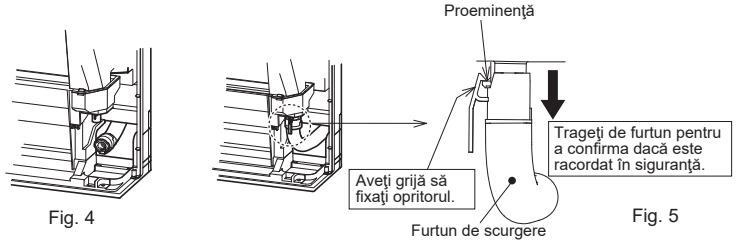

Fig. 4 Fig. 5
- Atunci când dirijaţi conductele de evacuare, asiguraţi-vă că furtunul de scurgere (1) este direcţionat conform indicaţiilor. (Fig. 4)